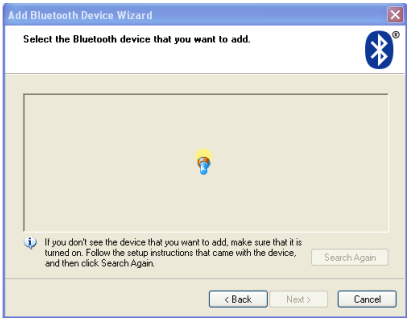

Figura 9
5) Mettere la spunta a "My device is set up and ready to be found ", quindi sarà possibile selezionare il tasto "Next", fare clic su di esso per fare apparire la finestra di dialogo come mostrato in Figura 9.